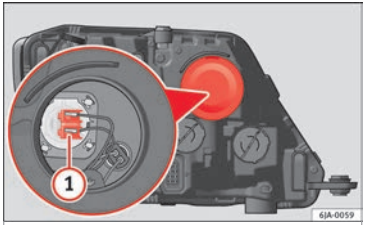

Fig. 145 Changing main beam headlight bulbs.
– Remove connector ››› **Fig. 145** (1) by pulling outward.